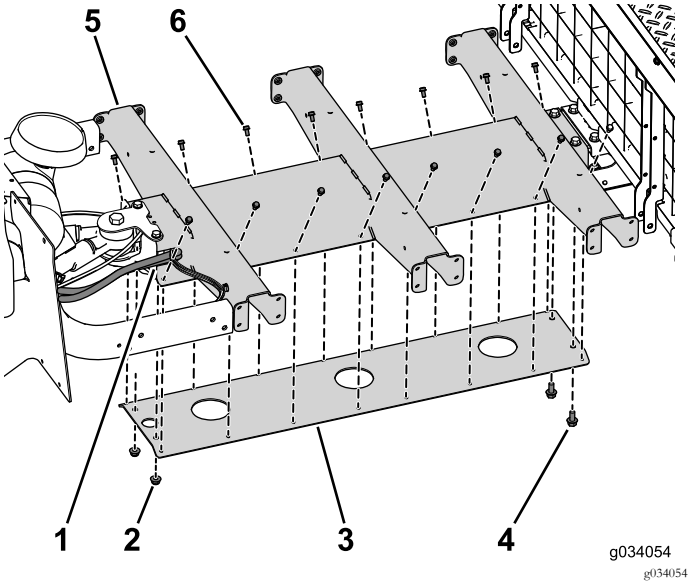

Figur 30
1. Brug de fire bolte (5/16 x 3/4 tomme) til løst at montere platformsstøtten på midterkanalen (Figur 30).